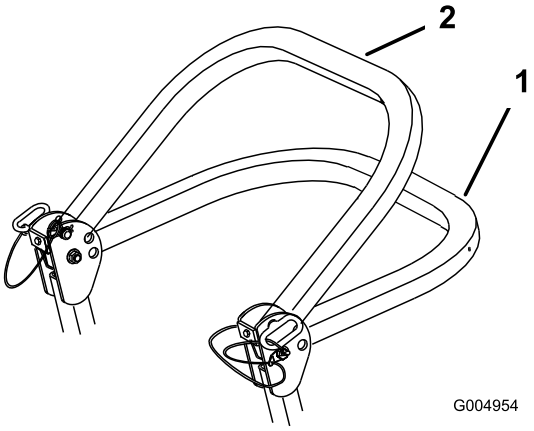

Figur 6
2. Sænk styrtbøjlen til sænket position. Der er to sænkede positioner. Se Figur 6 for at få vist positionerne.